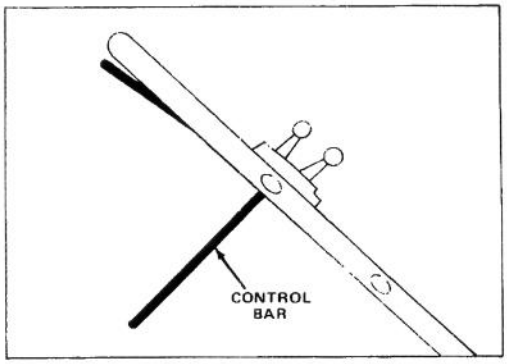

Figure 25
2. Push the control bar down to the lowest position (Fig. 25). This "cocks" the mechanism prior to engaging the blade.
Lift the control bar to the normal "blade engaged" position, about 1" below the handle (Fig. 25). The "fan" noise and bag inflation indicate that the mower blade is engaged and rotating.
6. Push the control bar down to its lowest position, cocking the mechanism (Fig. 25).